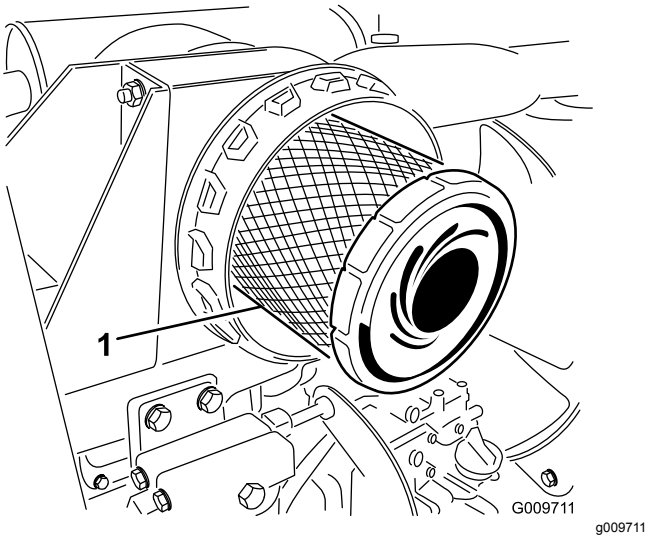

Figur 51
4. Afmonter og udskift primærfilteret (Figur 51).